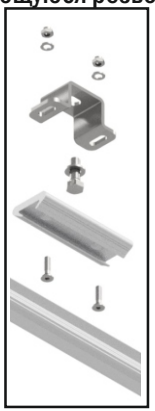

рис. 6
2.3. С помощью XL 710 производится соединение XL 300 и XL 400. На рис.6 показан «скользящий» способ установки держателя рельсовых сегментов однопролетном исполнении (отсутствии последовательных соединений нескольких рельсов). Максимальное количество пользователей на одном рельсовом сегменте до 2 метров: не более 4-х пользователей